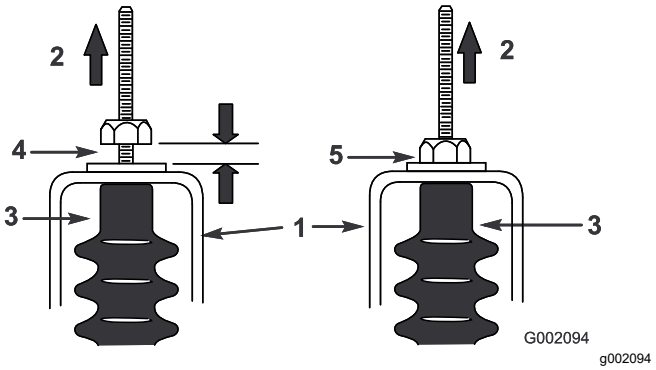

Figur 63
5. Træk begge skiftekabler op for at sikre, at der er en afstand på 0,76-1,52 mm mellem møtrikken/spændeskiven og den neutrale konsol (Figur 63).